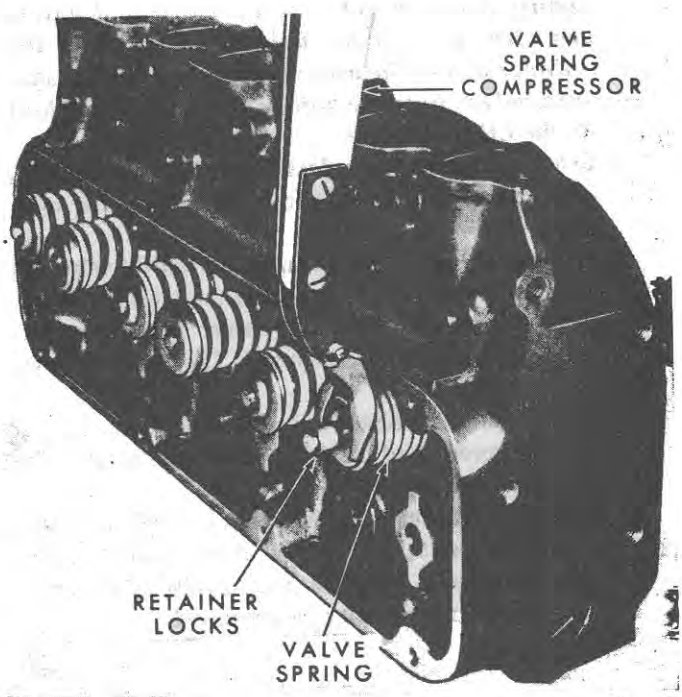

Figure 10
3. Position the valve spring compressor over the valve and spring, as shown in Figure 10, and compress the spring.